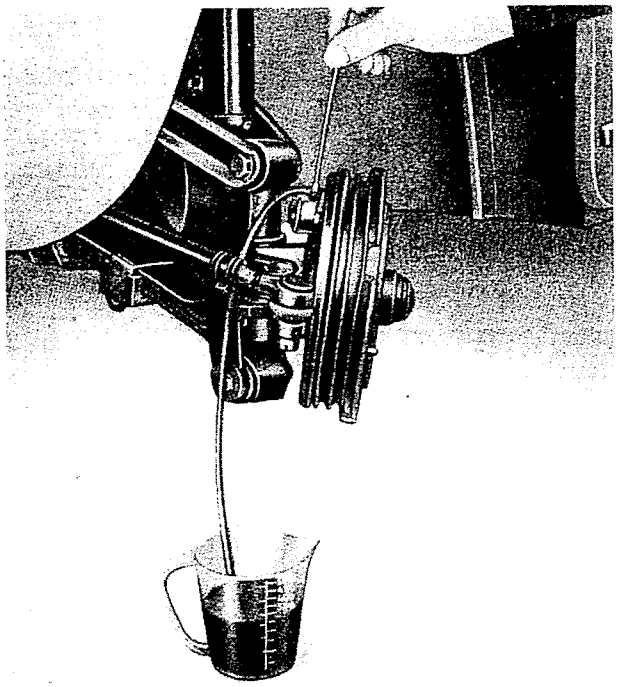

Abb. 298 - Entlüftung am linken Vorderrad.
2) Schlauch **A. 10103** an die Entlüftungsschraube eines Radbremszylinders anschliessen und freies Schlauchende in das teilweise mit Bremsflüssigkeit gefüllte Glasgefäss eintauchen (Abb. 298).